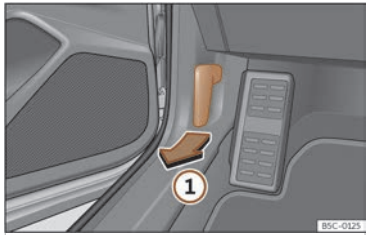

Fig. 183 Release lever in the driver's footwell area.
- Open the door and pull the lever that is underneath the dash panel ››› **Fig. 183** ①.